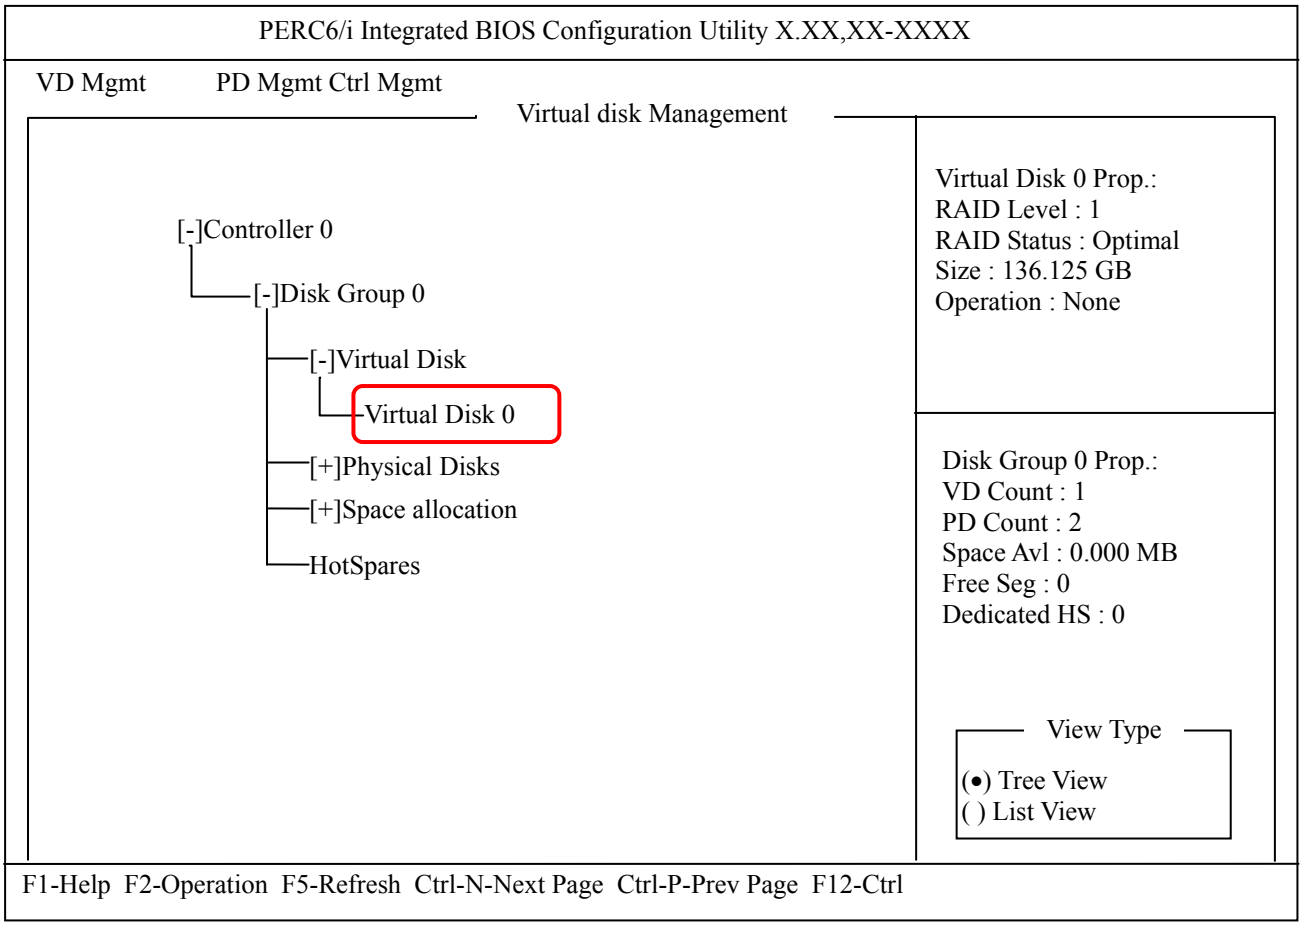

Figure B.2.6.1-3 Virtual Disk Management window
(6) The virtual disk 0 action window 1 is displayed as shown in Figure B.2.6.1-4.